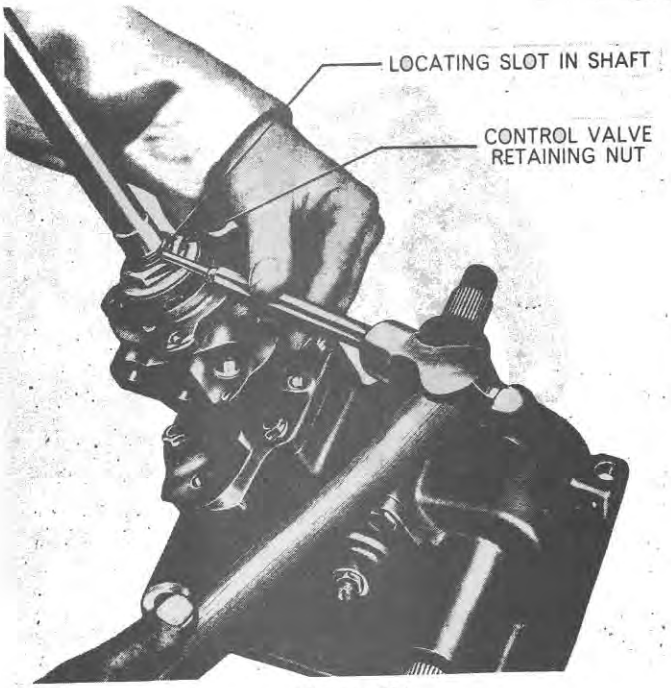

Figure 44
6. With the preload washer on the shaft tighten the retaining nut until all slack is removed. Slacken the nut about $\frac{1}{6}$ of a turn and stake nut to the shaft, Figure 44.